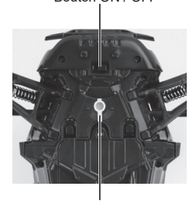

Fig.6
4. Si le véhicule ne roule pas en ligne droite, réglez le levier d'alignement des roues sur le châssis du véhicule (Fig.6).